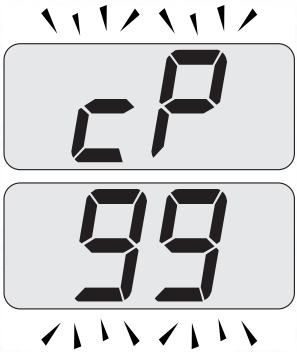

Fig. 9.21
- Press key 13 to vary the output in chimney sweep mode: when the LCD display displays the letters **cP** that alternate with the heating water temperature value (e.g.**99**), the "chimney sweep function" is at maximum (eventually range rated) output in heating mode (Fig. 9.21);